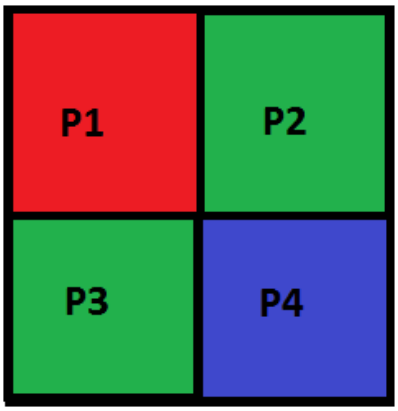

Figure 10.20. Bayer pattern
The nearest neighbor interpolation method is the simplest Bayer demosaicing algorithm. For a Bayer pattern [Bay76] of four neighboring pixels P1 to P4 (see Figure 10.20, 'Bayer pattern') the missing red (R), green (G) and blue (B) colors can be interpolated according to [Ada95]: